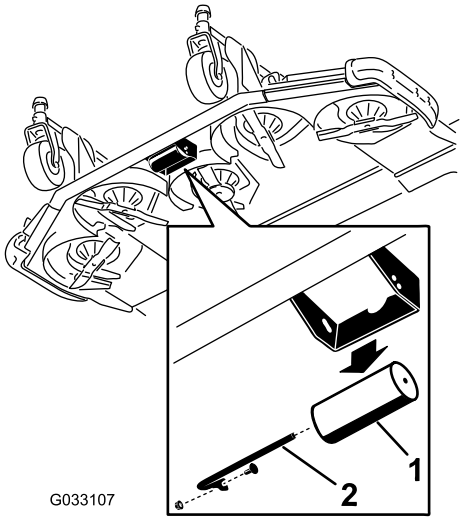

Figur 26
1. Ta bort valsaxeln, skruven och muttern som håller fast valsen på däckfästet (Figur 26).